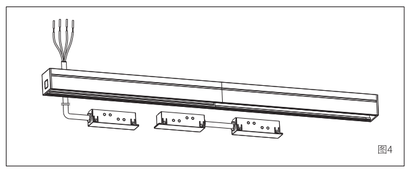

图4
4、把进电端的线穿过导轨的过线孔，然后把进电端压扣进导轨里。如有导轨拼接，则把I型连接器压扣进拼接导轨中间的槽里。如图4;